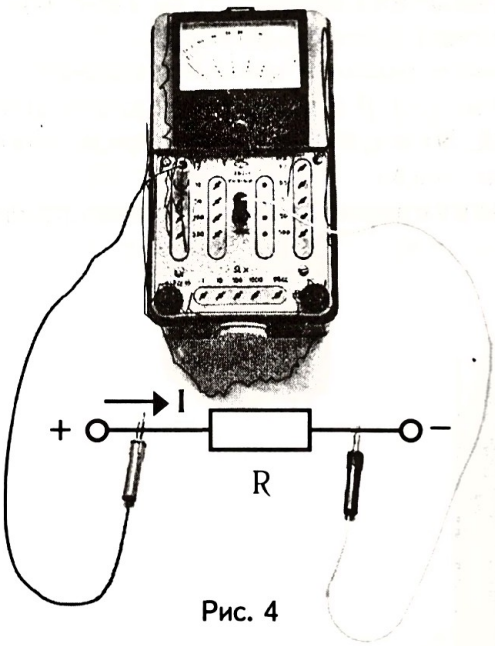

Рис. 4
Используйте авометр как вольтметр для измерения постоянного напряжения (рис. 4).
5. Подсоедините прибор параллельно измеряемому участку электрической цепи. Для этого конец одного проводника включите в гнездо «-Общ» (оно в середине панели, см. рис. 4), а конец другого — в выбранное гнездо первого левого ряда, где стоит обозначение «—». Свободные концы щупов соедините с концами исследуемого участка цепи.